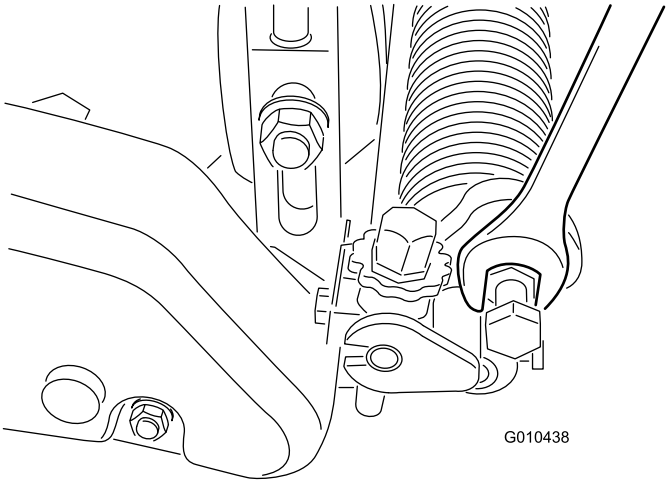

Bild 24
B. Drehen Sie die Arme nach oben oder unten in die A- oder B-Position Bild 24).